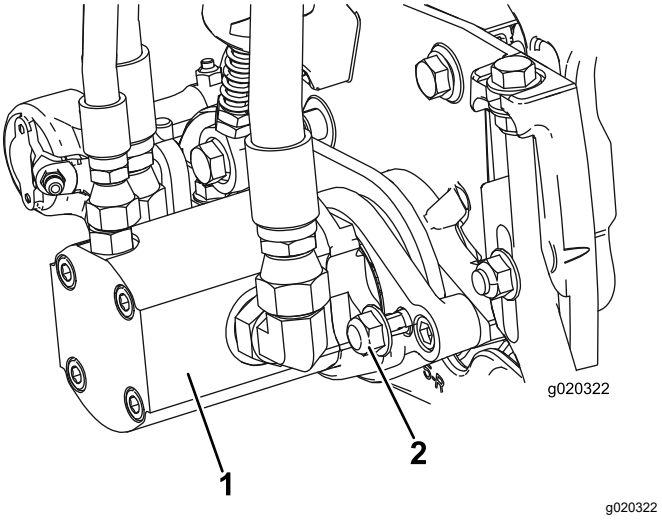

**Figur 13**
17. Montera motorn genom att vrida den medurs så att motorflänsarna går fria från låsmuttrarna (Figur 13). Vrid motorn moturs till dess att flänsarna omringar muttrarna, och dra sedan åt muttrarna.